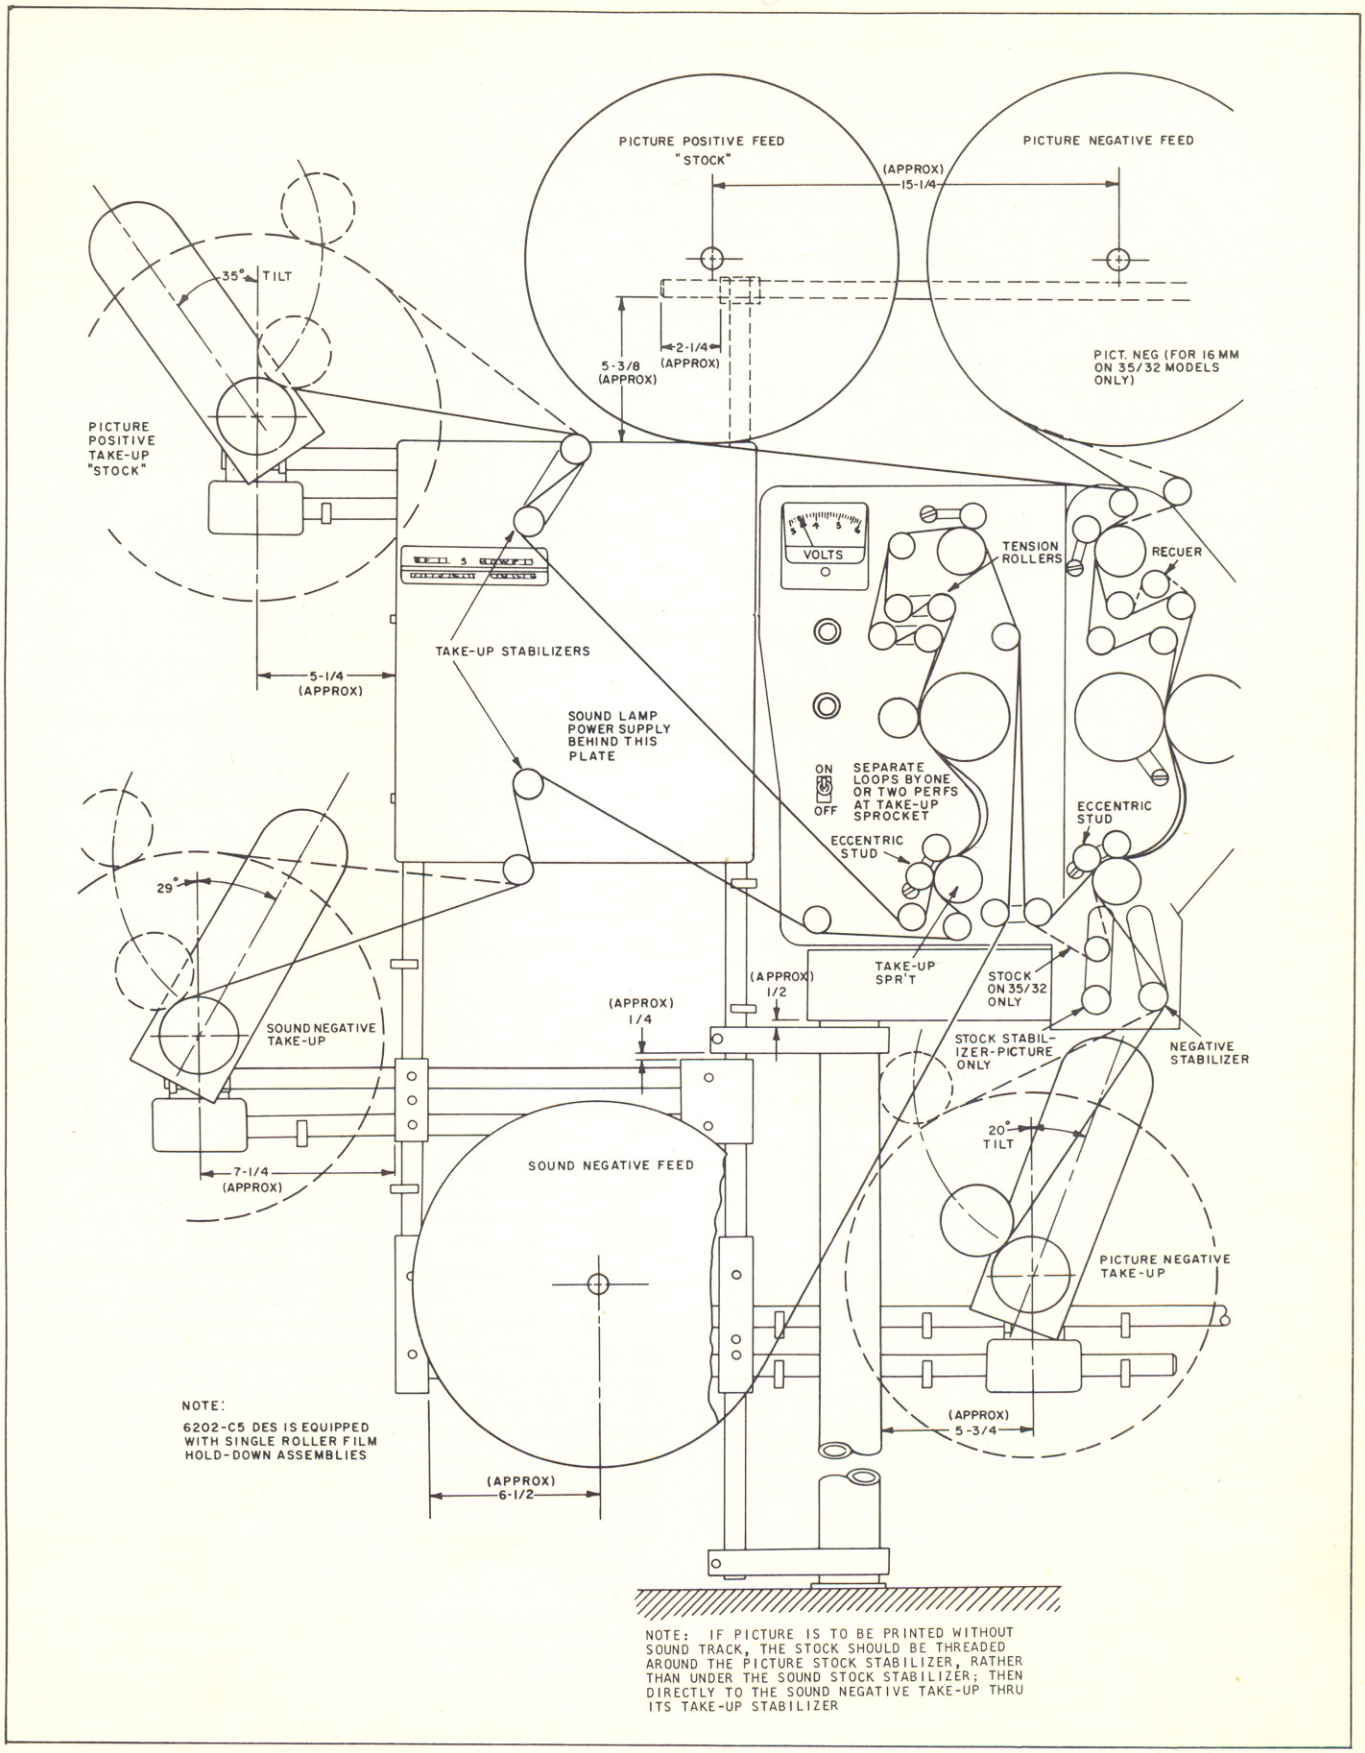
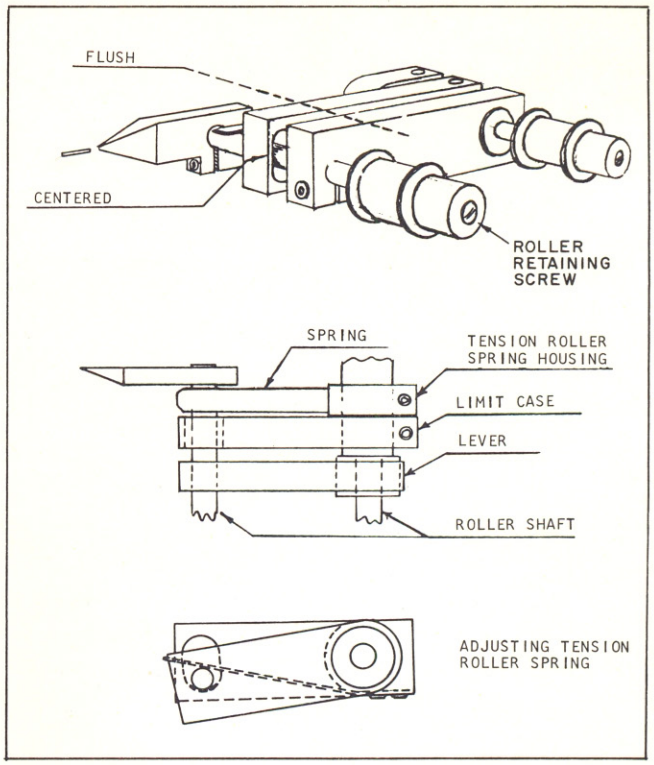

Figure 5. Soundhead Installation and Threading
Figure 6. Tension Roller Adjustment
Assemble the mounting bars and power supply as shown in Threading Guide, Figure 5. Relocate the present stock take-up, mount the sound negative feed and take-up where shown in Figure 5.
(1) Printer with soundhead is threaded as shown in threading guide (Figure 5). Note the free loops of film beneath main sprocket. To attain correct loops, draw both films taut between printing sprocket and take-up sprocket, allow engagement on closest tooth without stretching, then back-off negative three perfs and the stock two perfs. Tension rollers are set to attain synch at the sound aperture and at upper feed sprocket when film is threaded with indicator pointers matching their respective indices.
(2) Punch through both films together adjacent to feed sprocket and advance film drive to check synch at the printing aperture. If synch is prevalent, proceed with tension check of tension rollers (Step 3).
(3) Remove film from soundhead.
(4) Loosen tension roller retaining screw two turns.
(5) Attach a 20 ounce capacity Chatillon scale to each tension roller individually, using a string loop to connect the scale to the loosened roller screw.
(6) Lifting the scale vertically, raise the roller until the pointer aligns with its respective index mark. Read the tension at this condition. Negative roller tension: 18 oz. ± 1/2 oz. Stock roller tension: 16 oz. ± 1/2 oz. If synch is not prevalent, it will be necessary to reset position of tension rollers and limit cases to attain exact synchronization, followed by resetting tension springs. This is accomplished in the following manner (see Figure 6).
(7) Loosen limit case screws.
(8) Commence threading and synchronize the two films at the feed (upper) sprocket, engage on the sprocket and close the hold down roller.
(9) Continue normal film threading onto the printing sprocket. Engage films on the take-up sprocket and lock with the hold down rollers. Thread films around the rollers beneath the sprocket.